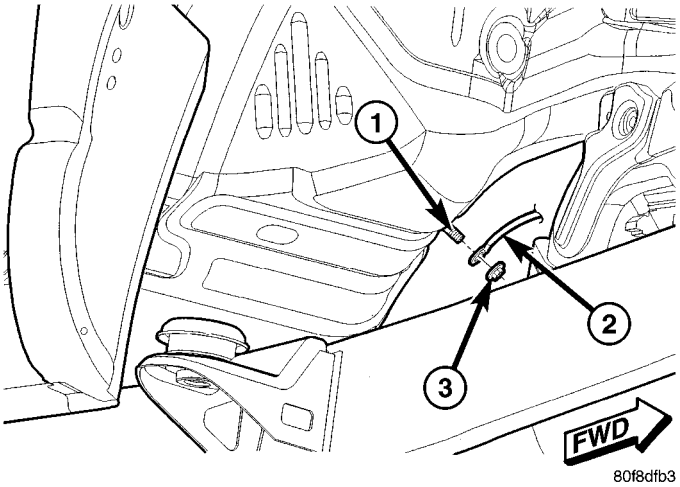

Fig. 10 GROUND STRAP TO HEAT SHIELD
(3) Remove nut from heat shield and remove strap (Fig. 10).